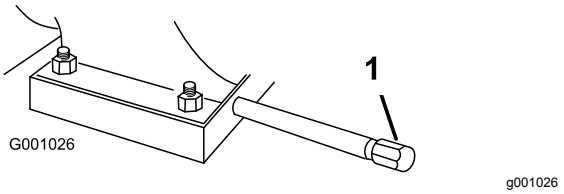

Rysunek 32
1. Wyczyść obszar wokół korka spustowego oleju (Rysunek 32).